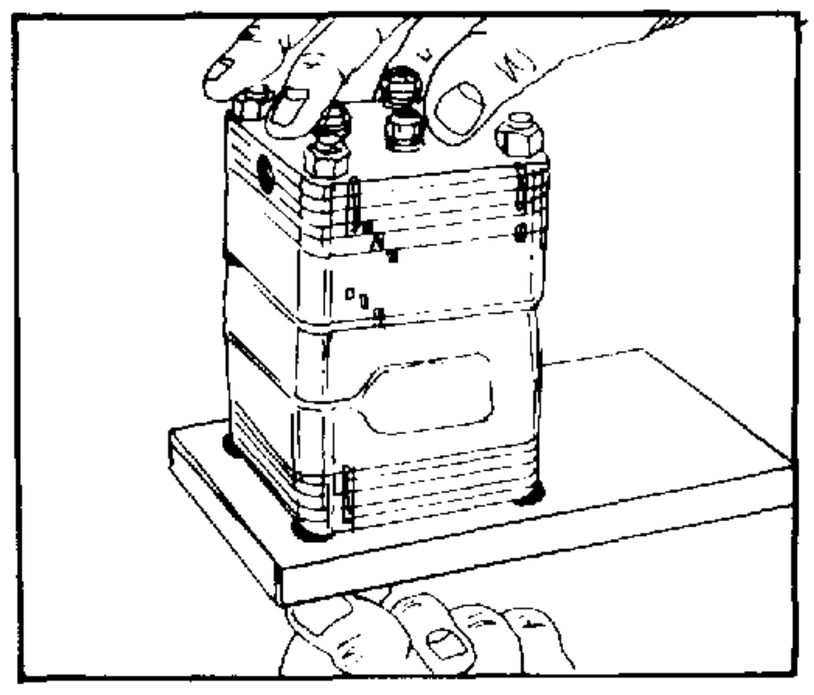

FIGURE 94.
43. Make a final check of the relative groove positions on the side of the unit using the component alignment groove graphic on page 2-26 for comparison. Disassemble and correct any misassembly. Remove the four nuts holding the unit to the fixture and remove the unit. See figure 94.